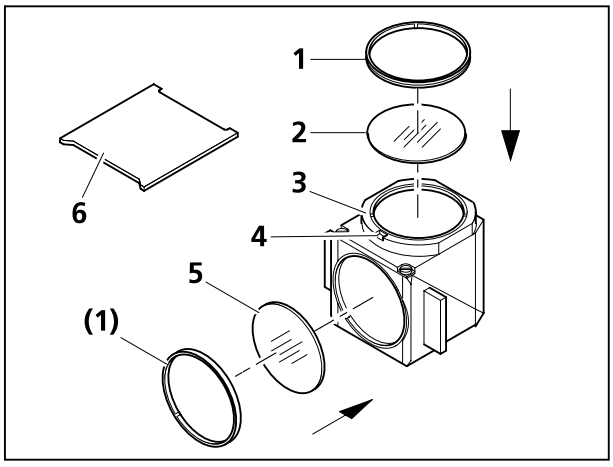

Bild 3-46 Filtersatz im Reflektormodul FL P&C wechseln
- Reflektormodul FL P&C (Bild 3-46/**3**) aus Reflektorrevolver entfernen und ablegen (siehe auch Abschnitt 3.1.6).
- Mit Montierblech (Bild 3-46/**6**) aus dem Werkzeugset den Vorschraubring (Bild 3-46/**1**) herausschrauben.
- Reflektormodul umdrehen, so dass das Filter (Bild 3-46/**2** oder **5**) auf eine weiche Unterlage fällt.
- Das Sperrfilter (Emissionsfilter) wird bei Bild 3-46/**2**, das Anregungsfilter (Excitationfilter) bei Bild 3-46/**5** eingelegt und mit den Vorschraubringen (Bild 3-46/**1**) gesichert.
Sperrfilter und Anregungsfilter können am Umfang jeweils mit der Bezeichnung sowie mit einem Pfeil versehen sein. Der Pfeil gibt die Einbaurichtung des jeweiligen Filters in das Reflektormodul an und muss stets nach innen zeigen (siehe Pfeile im Bild 3-46).
Diese Markierung ist beim Einbau des jeweiligen Sperrfilters in die verwendeten Reflektormodule an der Orientierungsnut (Bild 3-46/**4**) auszurichten. Damit wird gewährleistet, dass in den verwendeten Reflektormodulen der Keilwinkel des Sperrfilters in gleicher Weise wirkt, wodurch der ohnehin schon geringe Bildversatz bei verwendeten Zeiss-Filtersätzen zwischen den Modulen kompensiert bzw. minimiert wird.